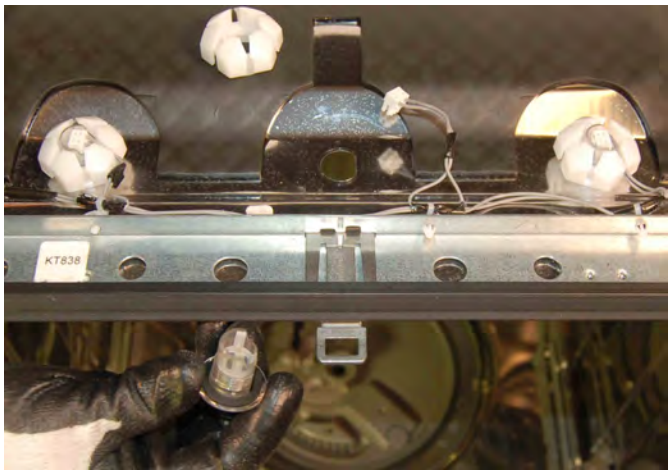

Figure 4
5. From the top, push the LED down into the tub. Reverse the procedure to reinstall new LED kit. See Figure 4.